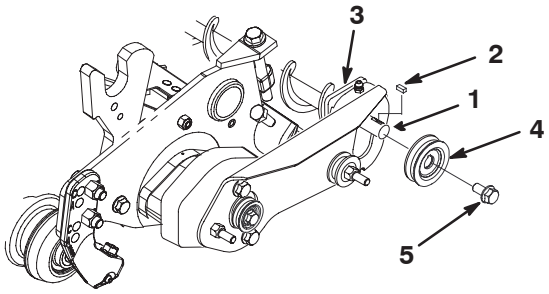

Figure 6
22. Remove tape securing square key to roller shaft (Fig. 6). Insert square key in key way on roller brush shaft. Slide driven pulley onto key and end of roller brush shaft (Fig. 6).
23. Apply 242–Loctite (blue) to threads of 5/16–18 x 5/8" lg. flange bolt. Secure pulley to shaft with bolt and torque to 15 to 19 ft.–lbs. (1/2" wrench) (Fig. 6).